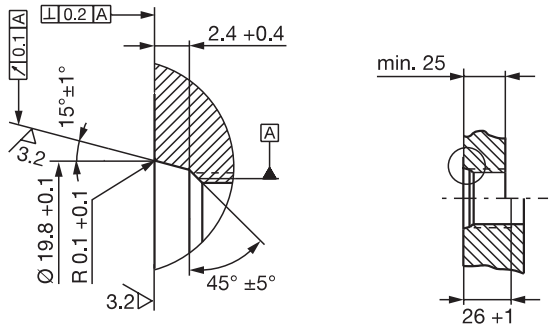
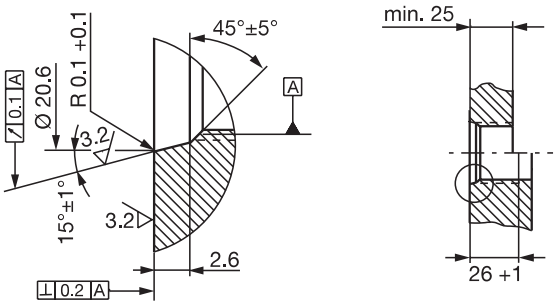

Fig. 5-3: Foro di avvitamento M18×1.5 secondo ISO 6149 O-ring 15.4×2.1
Fig. 5-4: Foro di avvitamento 3/4"-16UNF secondo SAE J475 O-ring 15.3×2.4
1. Creare il foro di avvitamento con filettatura (all'occorrenza, svasatura per l'O-ring) come da Fig. 5-3, oppure Fig. 5-4.